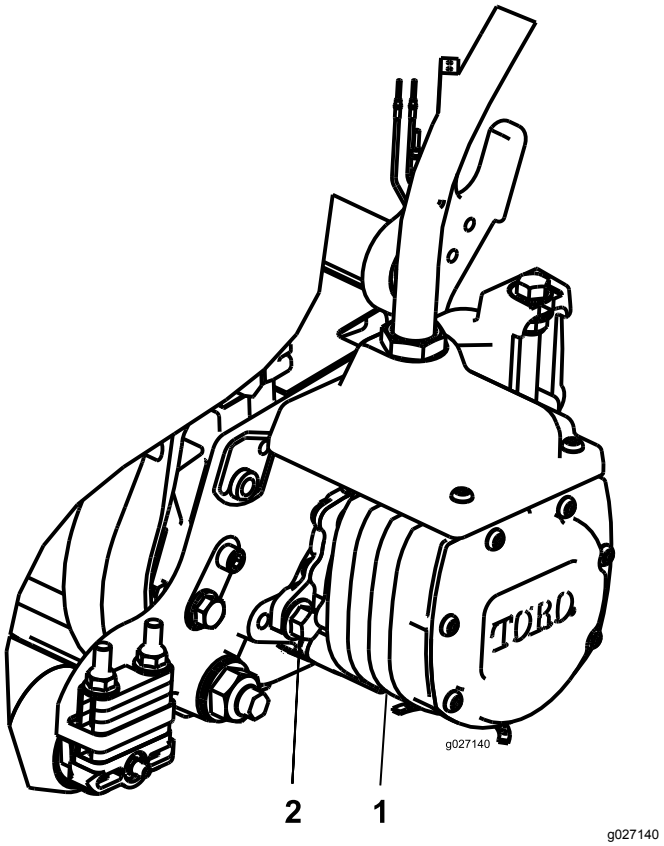

Figur 11
14. Monter motoren ved at dreje den med uret, således at motorflangerne går fri af boltene (Figur 11).